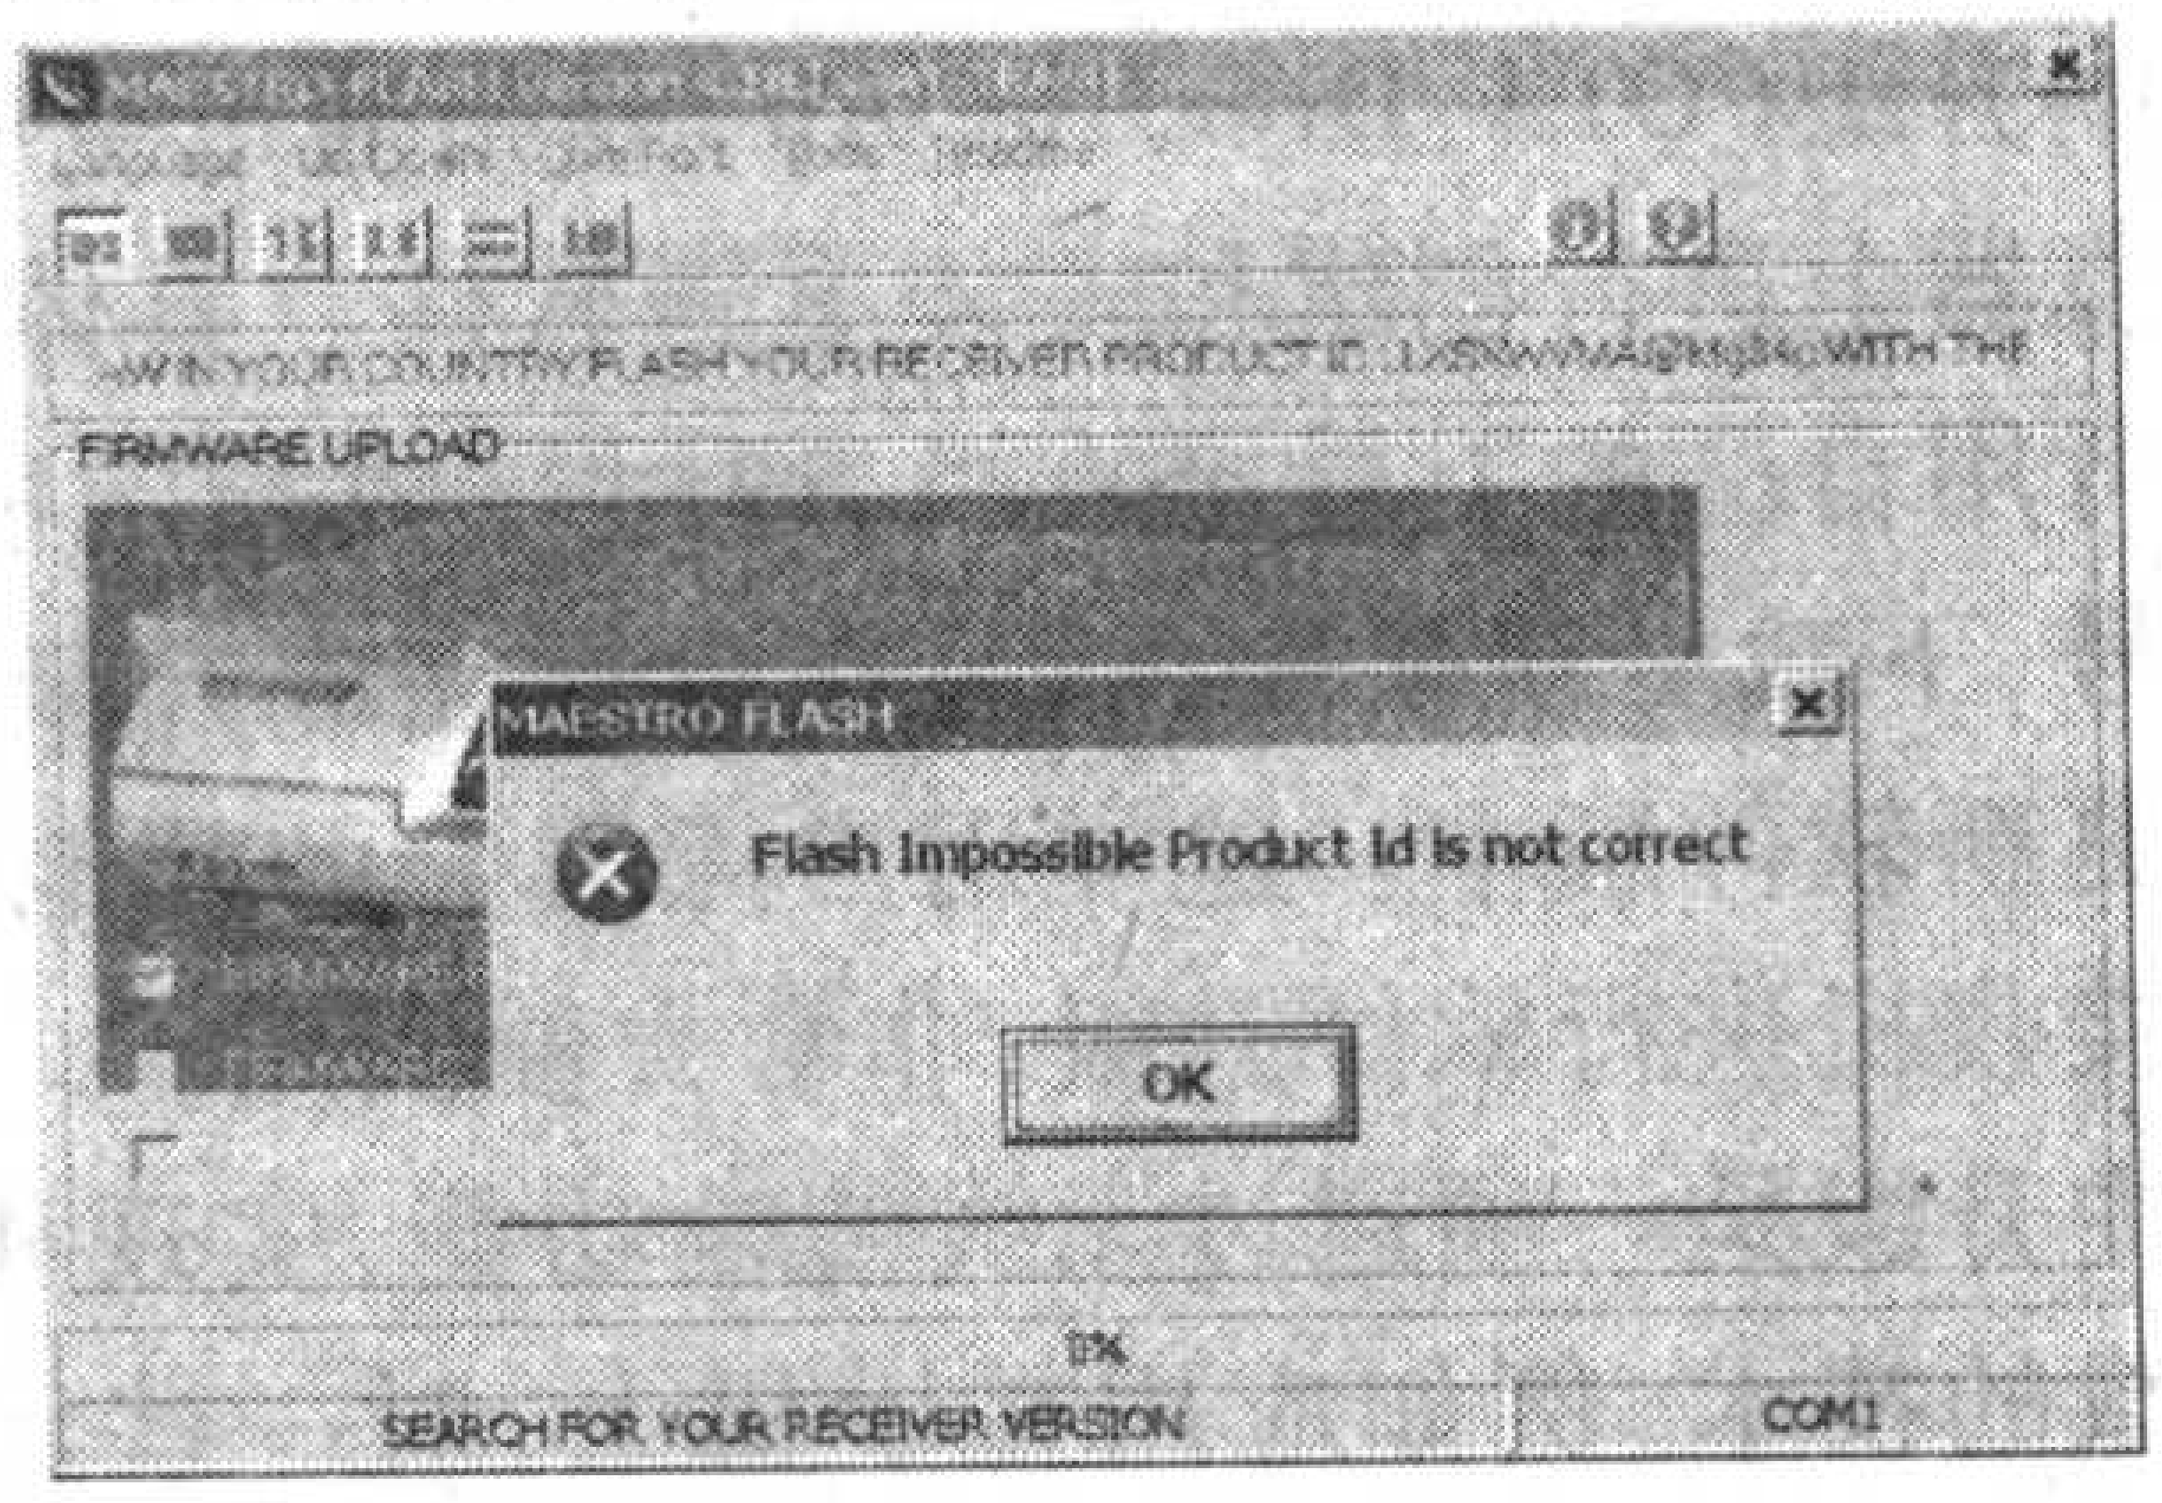

图 27
5. 上传结束后，会弹出一个对话框“Flsah Impossible Product Id is not correct”，提示 FLASH 未编号，ID 不正确，不用管它，继续点击“OK”按钮(见图 27)。